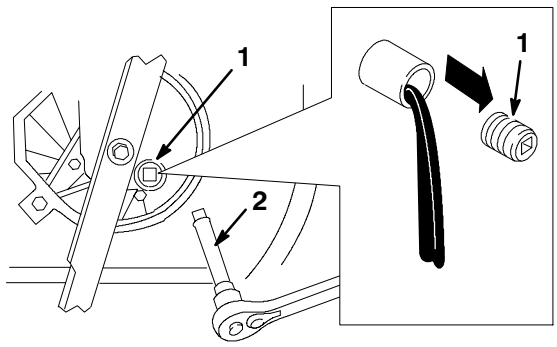

Bild 26
5. Entfernen Sie die Verschlussschraube und versetzen den Rasenmäher wieder in seine Betriebsstellung. Lassen Sie dann das Öl in das Gefäß ablaufen (Bild 26).